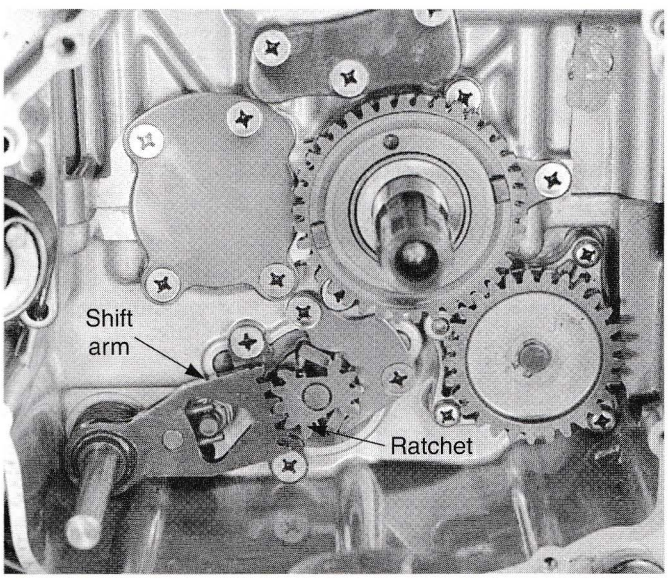

Figure 21-33. Gear selector mechanism must be properly timed. The ratchet gear teeth are centered on the selector shaft gear teeth.
12. Check for proper timing and adjustment of the shift mechanism, **Figure 21-33.**